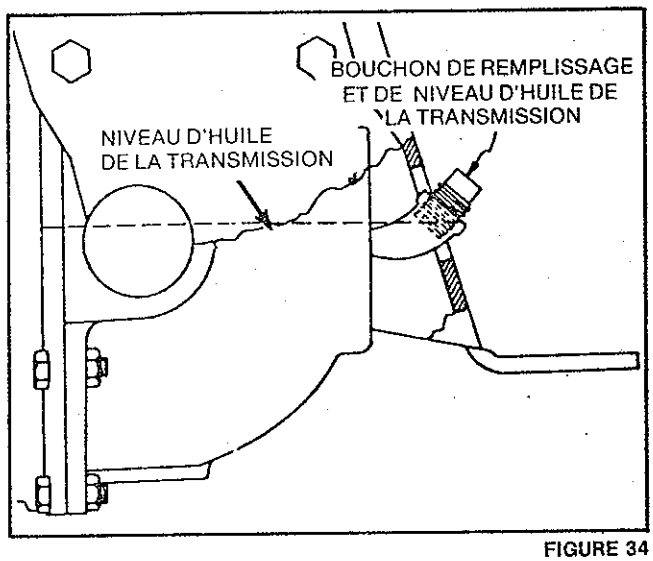

FIGURE 34
2. Nettoyez autour du bouchon de remplissage et du niveau d'huile. Voir figure 34.
3. Avec le moteur en fonctionnement, déposez le bouchon. Le niveau d'huile est correct si l'huile arrive au sommet du coude de remplissage comme illustré en figure 34.